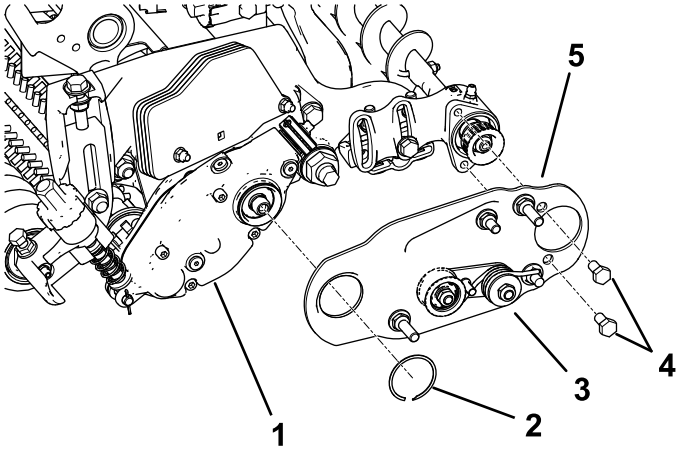

Figura 12
3. Montate la piastra orientabile della spazzola per rulli di sinistra o destra (Figura 12).
Nota: Verificate che il gruppo puleggia tendicinghia sia installato in basso come mostrato nella Figura 12.
4. Applicate un composto frenafiletti blu sui 2 bulloni (5/16 x ½") e utilizzateli per montare la piastra della spazzola sull'alloggiamento del cuscinetto della spazzola per rullo (Figura 12).
5. Con l'anello di ritenuta, fissate la piastra della spazzola sull'alloggiamento della spazzola per rullo (Figura 12).